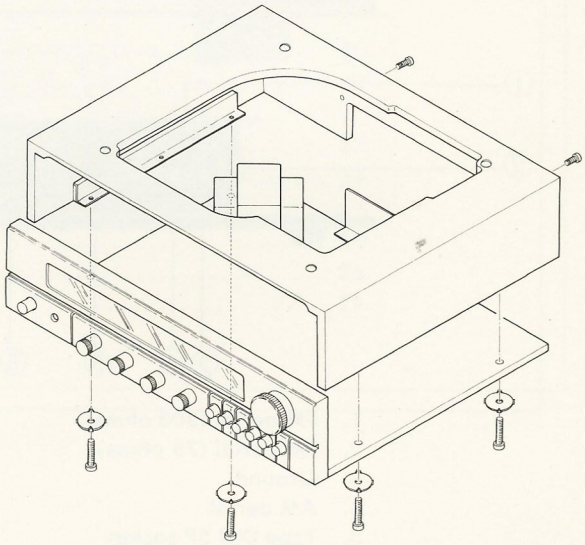

Figure 5
b) The cabinet can now be removed as shown in Figure 5.